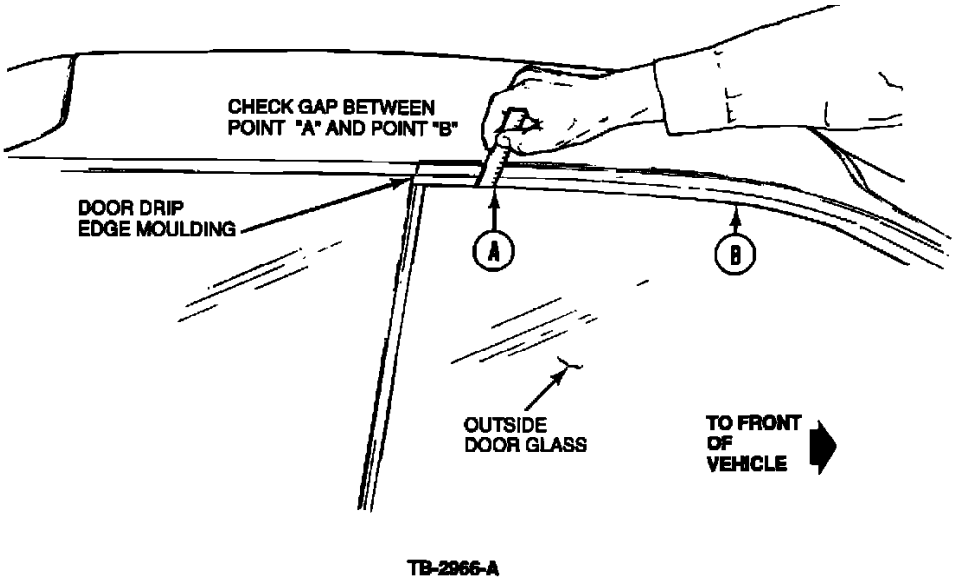

Figure 10
a. Measure the gap between the door drip edge moulding and the outside glass surface along the horizontal area of the top of the glass. See Figures 10 and 11 - points A through B. The correct gap is 3.5-4.0 mm.